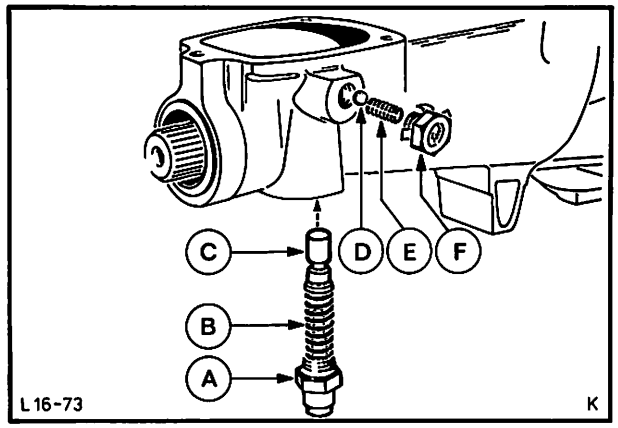

Abb. 117 Rückwärtsgangsperre
51. Rückwärtsgangsperre einbauen, dabei Arretierstift, Druckfedern und Kugel einsetzen. Schraube mit Sicherungsblech und Schalter – Rückfahrleuchte montieren, mit vorgeschriebenem Drehmoment festziehen und sichern, Abb. 117.